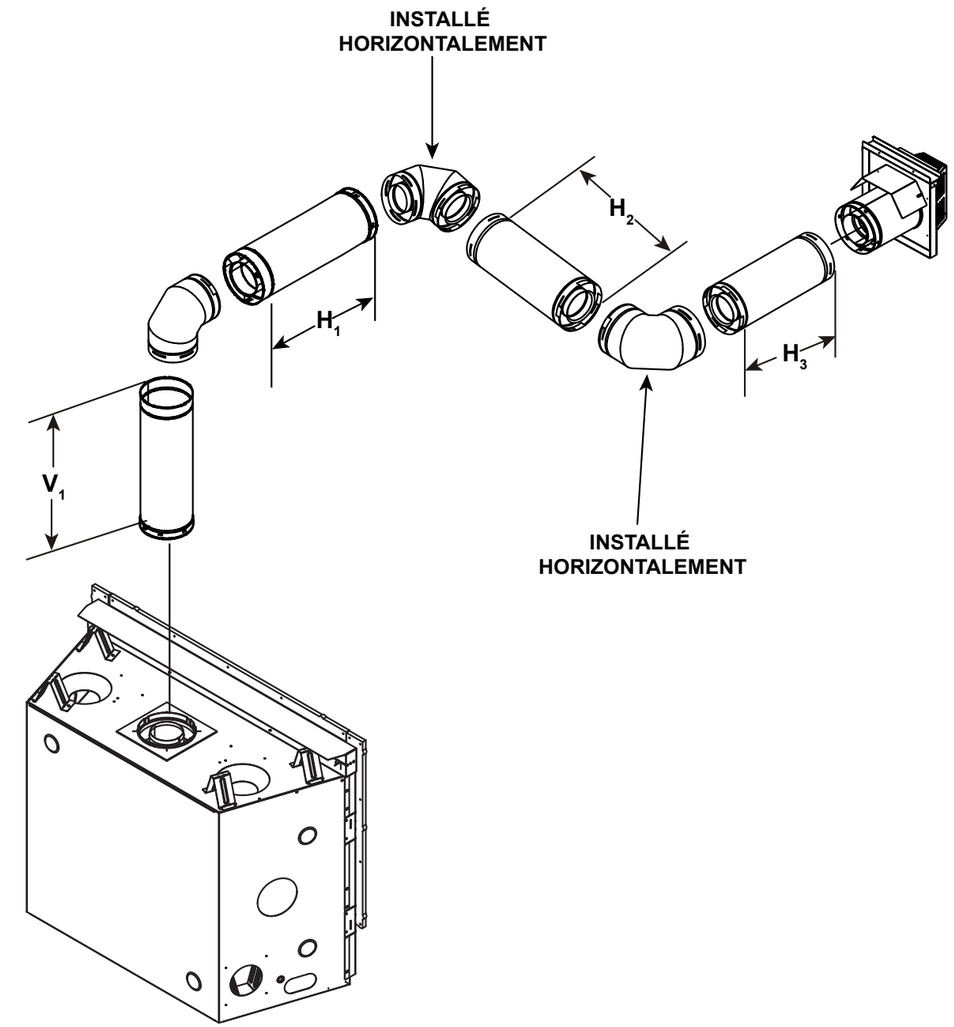

Figure 4.15
- Un maximum de trois coudes de 90º (ou six coudes de 45º) pourraient être utilisés pour toute configuration de conduit d'évacuation. Certains coudes peuvent être installés horizontalement. Voir la figure 4.15.